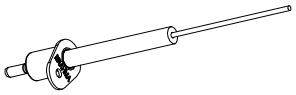
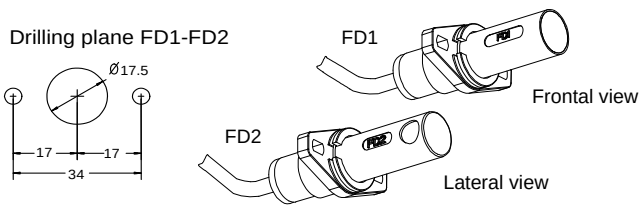
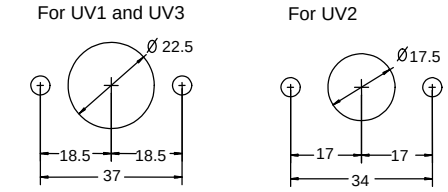
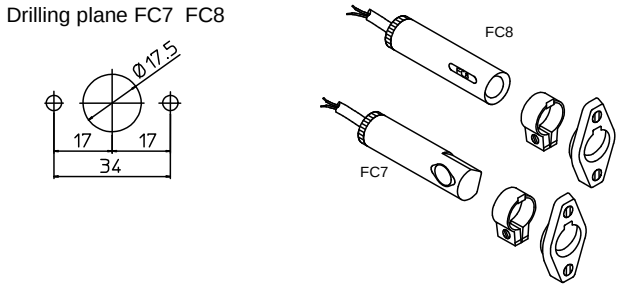

Fig. 4
Fig. 5, FD..
Fig. 6, UV..
Fig. 7
- Flame detection in gas appliances, BTXXXG, is based on the rectification principle of the flame and managed by electrodes (fig. 4); technical features in datasheet 4066. In appliances where the temperature is very high and so the detection electrode may be compromised, it’s possible to use sensors FD1/S BT - FD2/S BT (fig. 5) or UV.. sensors (fig. 6).
- For BTXXXO in fuel oil applications, the sensors FD1D BT - FD2D BT (fig. 5) or UV.. sensors (fig. 6) can be used only in blue flame appliances; while photocells FC11, FC13, FC14 (fig. 7 e 8) or FT11, FT13 photo-transistors can be used only in yellow flame appliances.